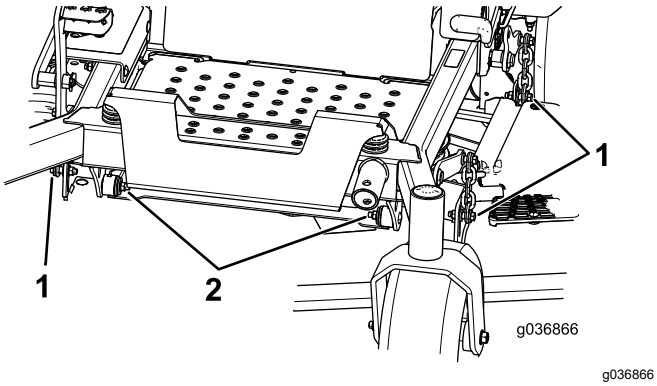

**Figuur 85**
7. Verwijder en bewaar de bouten en moeren aan beide zijden van de machine (Figuur 85).